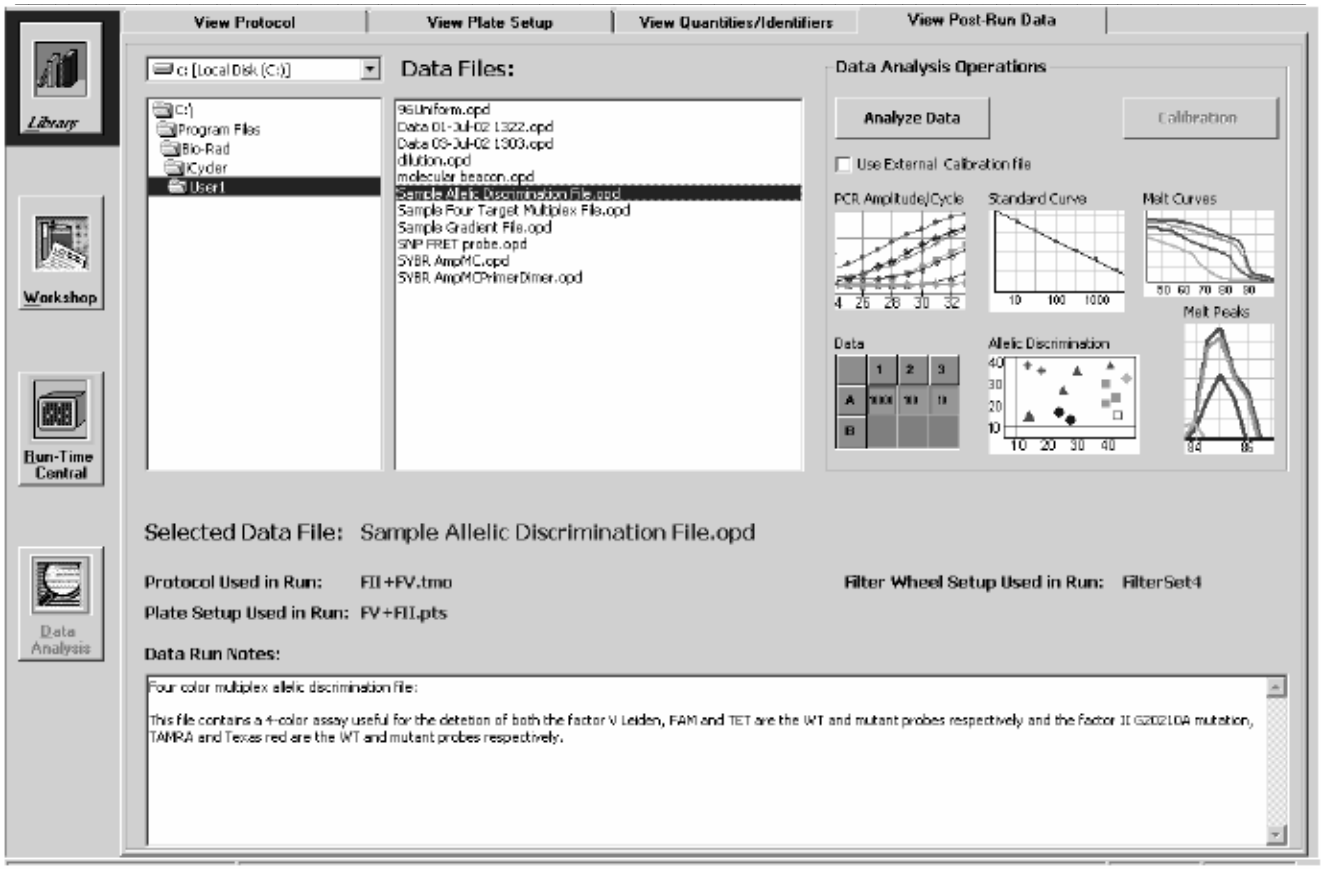

Рис.4-5. Окно просмотра экспериментальных данных.
- Просмотр данных анализа (**VIEW POST-RUN DATA**). Выводит информацию и оптические данные, а также комментарии пользователя из сохраненных файлов. (см. рис. 4-5).